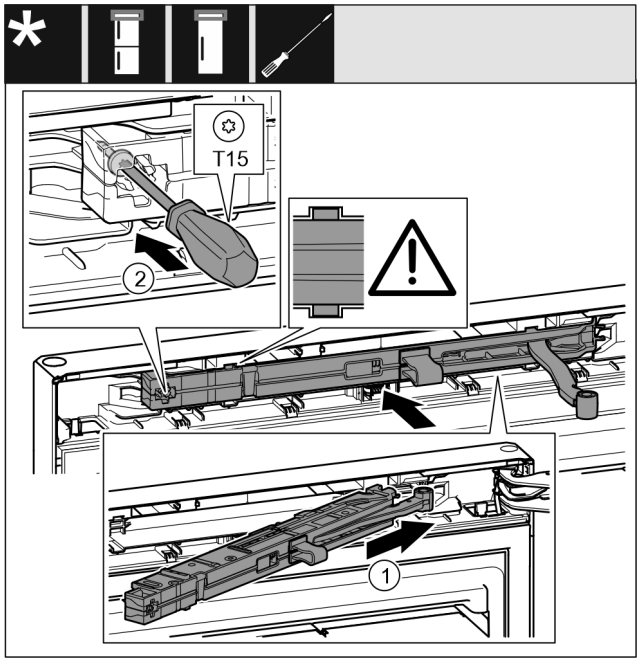

Fig. 24
▶ Jednotku tlumiče zavírání *Fig. 24 (1)* na straně stojanu ložiska zasuňte až na doraz šikmo do vybrání.
▶ Šroubovákem šroub *Fig. 24 (2)* pevně utáhněte.